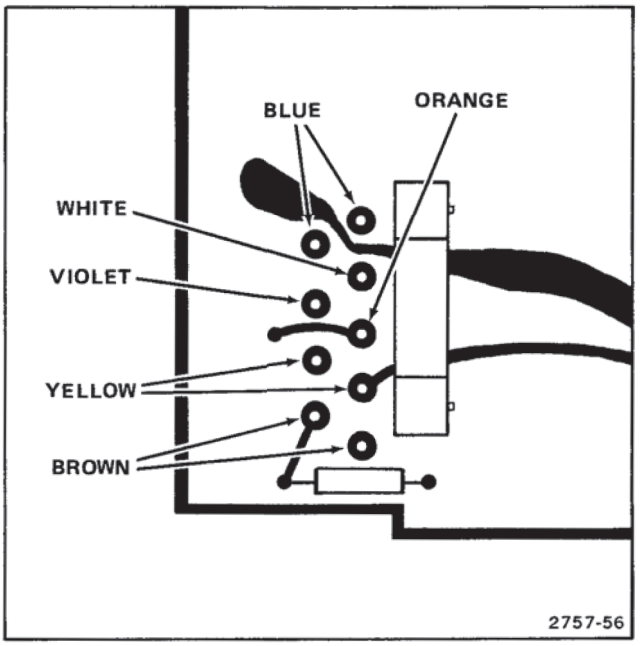

Figure 5-4. Locations of power trensformer secondary wires.
19. Unsolder power-transformer wires from Main Interface board. Confirm each wire's color and location in Figure 5-4. To facilitate reassembly, record any exceptions to this procedure.
5. Unsolder transformer leads from the Interface board and the solder lug on the rear subpanel. Note the wire color codes to facilitate correct reinstallation (see Figure 5-4).